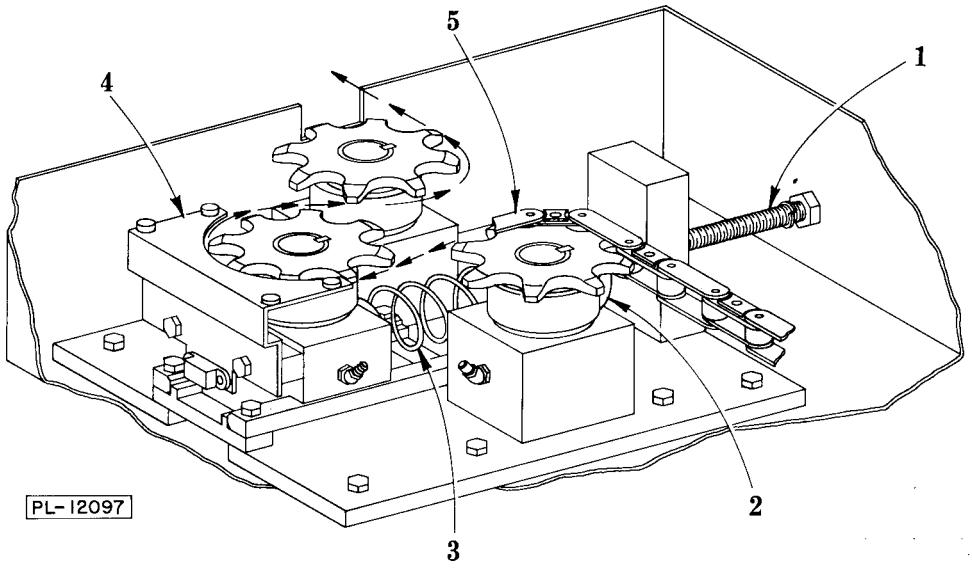
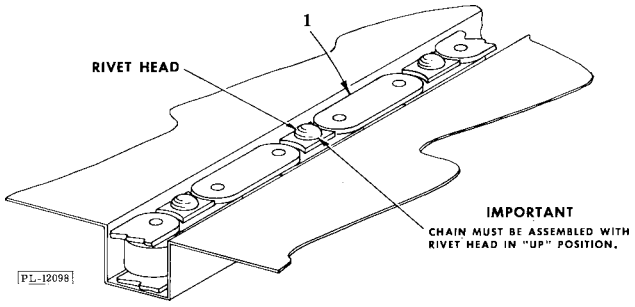
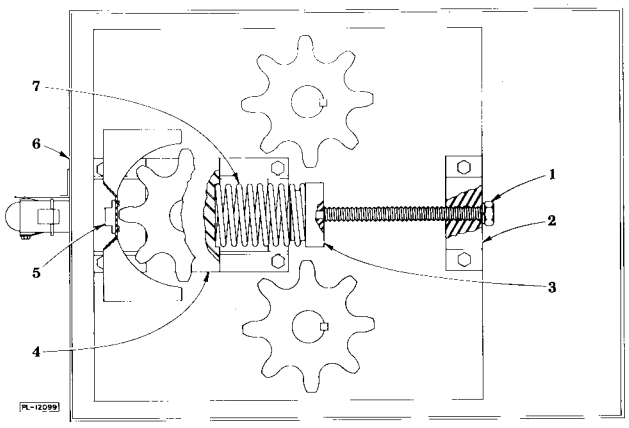

Fig. 6
Fig. 7
Fig. 8
A.1 Withdraw loading screw as far as possible (1, Fig. 6).
A.2 Remove take-up spring (3, Fig. 6). Spring support (2, Fig. 6) may become loose.
A.3 Before checking drive rotation and installing chain, the take-up support should be at least 1/2" from back of sump wall. When magnet (5, Fig. 8) on take-up support moves close to sump wall, it activates a safety switch which automatically stops the conveyor drive.
NOTE: The drive system is designed to automatically adjust for wear. After the dishwasher has been in use over a period of time, the chain may stretch permitting the magnet (5, Fig. 8) to come close to the sump wall. The safety switch will then automatically shut off the drive mechanism. To prevent this from happening, monthly check clearance between magnet and sump wall. When clearance becomes less than 1/2", contact your Hobart service technician for adjustment.
A.4 Position chain in channel with rivet head up (Fig. 7). Assemble chain around drive sprocket and feed through and around the other sprockets (5, Fig. 6). Make sure chain does not come in contact with take-up cover (4, Fig. 6).
A.6 Replace take-up spring (3, Fig. 6). Spring may have to be slightly compressed in reinstallation operation.
A.7 Tighten take-up screw (1, Fig. 8) its full thread length and lock screw against take-up screw support (2, Fig. 8) (approx. 40 to 50 pound-feet). When tightening take-up screw, observe loading spring (7, Fig. 8) and spring support (3 & 4, Fig. 8) to make sure that the spring is properly seated.
A.8 With the proper chain length, the magnet (5, Fig. 8) should not be closer than 1" from the sump wall (6, Fig. 8). Make sure chain (1, Fig. 7) is correctly located in channel before continuing next step.
B.1 Chevron SRI #2 grease is to be used as the lubricant for the chain tension hub assemblies. It is important that this lubricant be used. DO NOT substitute or mix this lubricant with another type. Monthly, make sure each of the three cavities are filled by forcing grease into the fittings (Fig. 6) until the lubricant starts to ooze from under the skirt seal. Wipe off excess grease. Wipe clean.